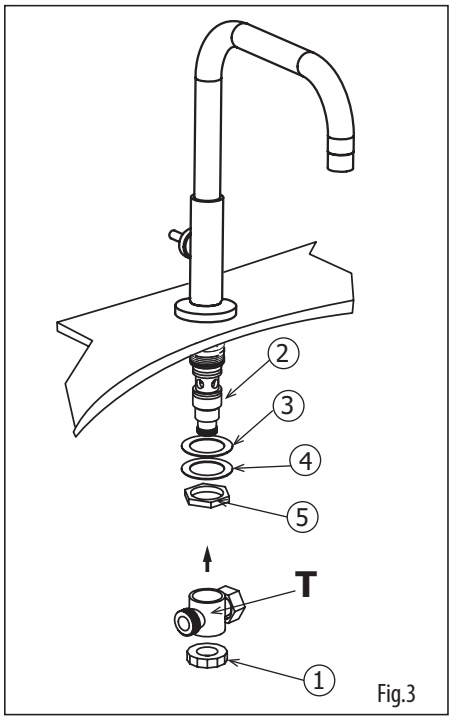

Fig.3
Carefully insert the shank body through the pre-drilled deckmount hole. Make sure it is push in properly. From underneath, insert fiber (3) and metal (4) washers and secure with nut (5). Fig.3.
Insérer avec soin la base du bec dans le trou de la surface. S'assurer d'insérer le racord jusqu'au bout. Insérer les rondelles en fibre (3) et en métal (4) par en dessous et fixer le bec avec l'écrou de retenue (5). Fig.3.